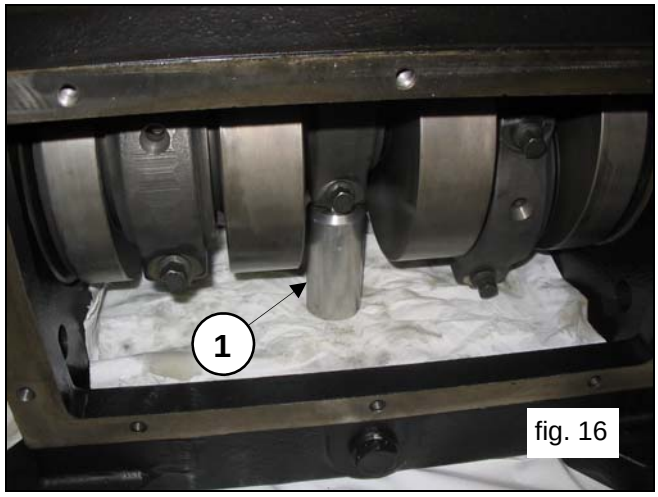

fig. 16
Insert a spacer under the connecting rod to block shaft rotation (pos.①, fig.16).